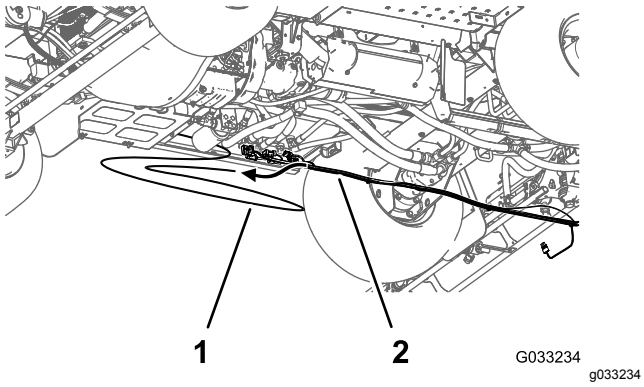

Figur 53
4. Afmonter tryksensorrøret til instrumentpanelmåleren fra det bageste ledningsnet på maskinen (Figur 53).